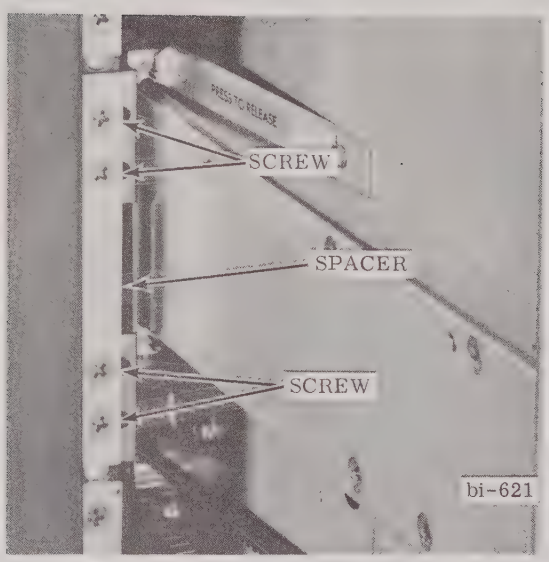

FIGURE 2-1 INSTALLATION OF VERTICAL OSCILLOGRAPH
2. Install one spacer and four screws on each side of oscillograph (Fig. 2-1) and slide oscillograph into unit.